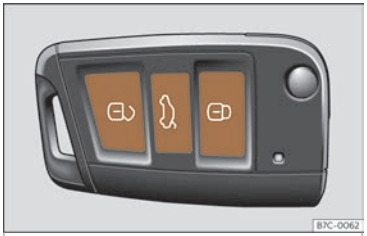

Fig. 69 Chave por control remoto:teclas.
- Bloquear: prema o botón >>> **fig. 69**.